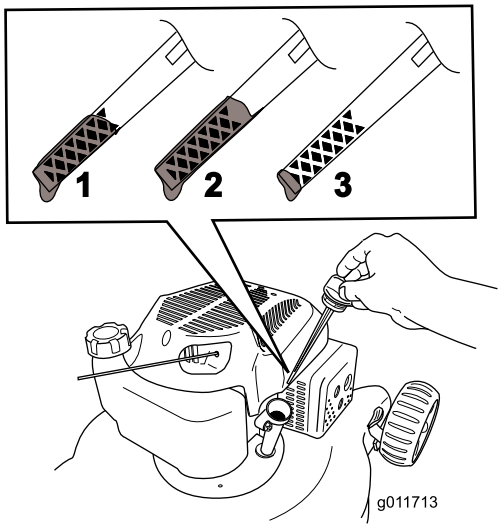

Figur 4
2. Tag målepinden ud (Figur 4).
3. Hæld **langsomt** olie i oliepåfyldningshullet, vent et par minutter, og kontroller oliestanden på målepinden ved at tørre målepinden ren og derefter sætte oliepåfyldningsdækslet i hullet **uden at skrue det i** (Figur 4).
Bemærk: Fyld motorens krumtaphus med olie, indtil målepinden angiver, at motoroliestanden er korrekt som vist i Figur 4. Hvis du fylder for meget olie på motoren, skal du fjerne overskydende olie som beskrevet i Skift af motorolien.